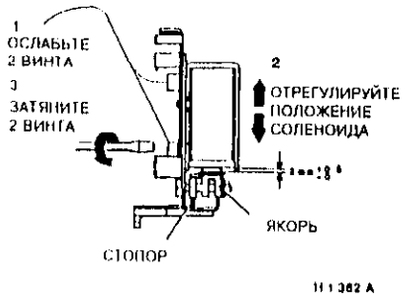

Рисунок 2. Регулировка положения якоря в соленоиде SOL05-20
2. (Рисунок 2) Отрегулируйте положение якоря в соленоиде (2mm + 0,5 - 0mm).